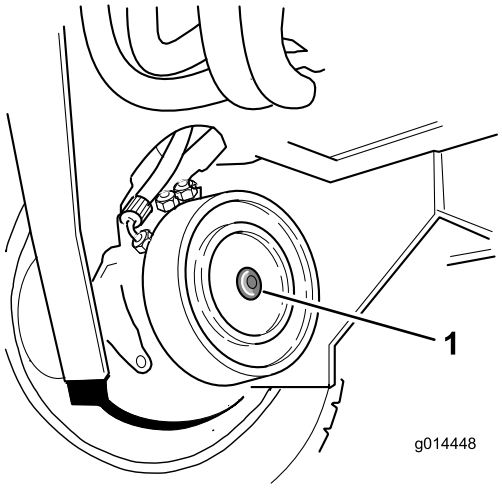

Rysunek 62
2. Znajdź zespół hamulca tarczowego napędu przednich kół znajdujący się po prawej stronie i usuń zaślepkę sześciokątną (Rysunek 62).